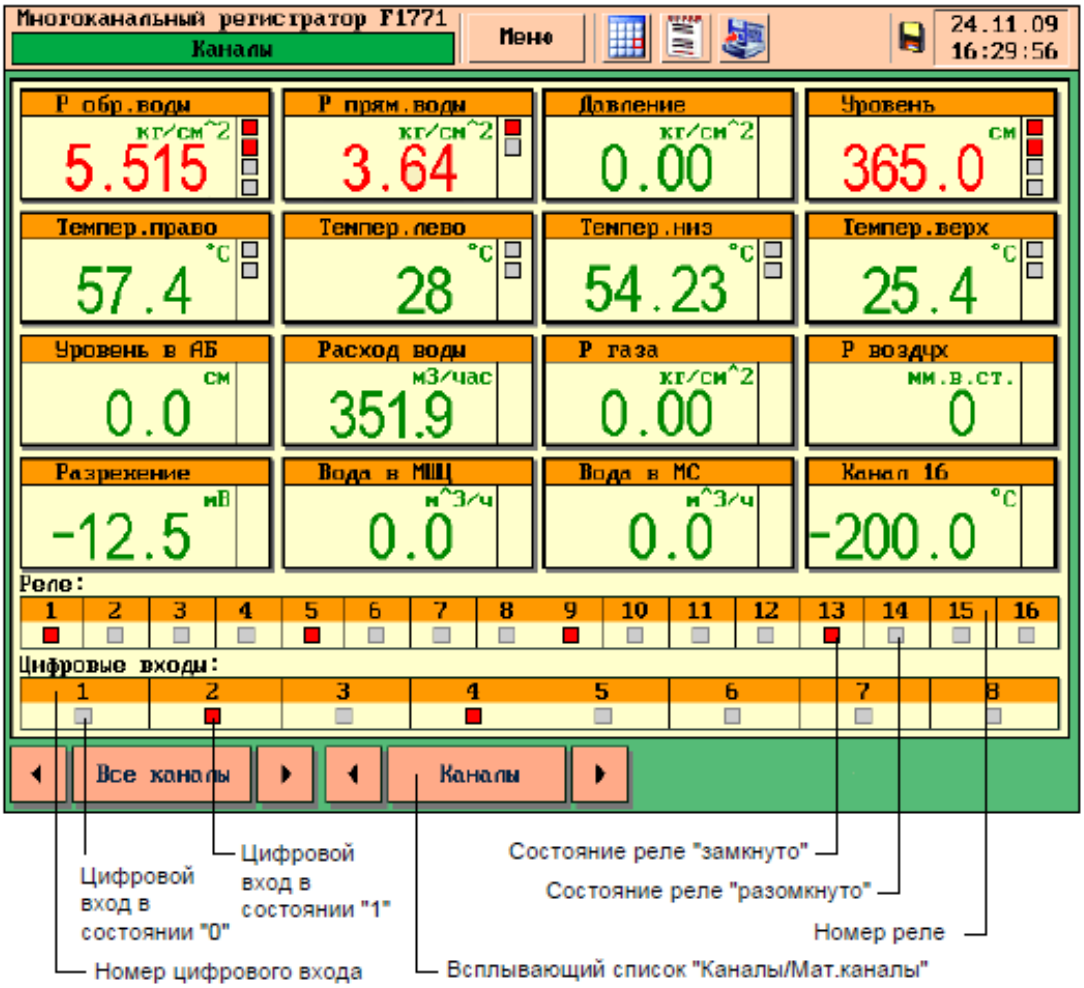

Рисунок 17 – Режим «Все каналы»
– цифровые показания для всех каналов (см. рисунок 17).
Режим «Все каналы» отображает в цифровом виде значения всех каналов (см. рисунок 17).